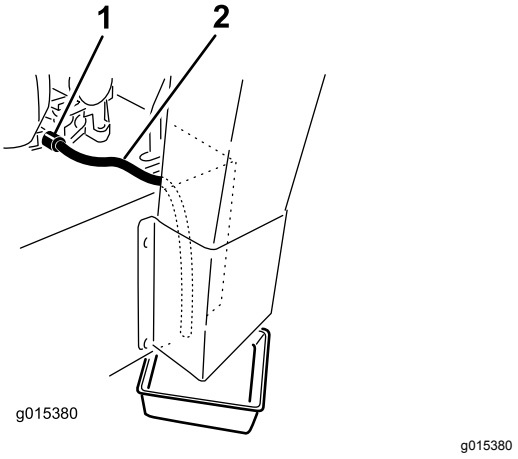

**Figuur 36**
**Opmerking:** Draai aan de aftapplug om de olie in de bak te laten lopen (Figuur 36).